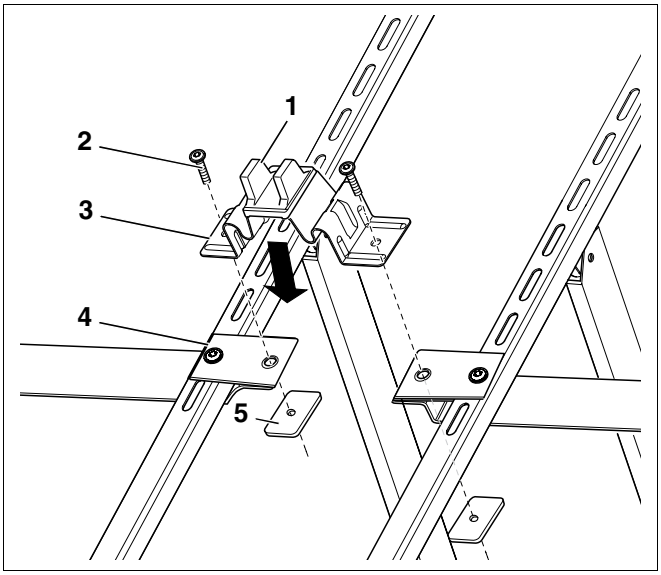
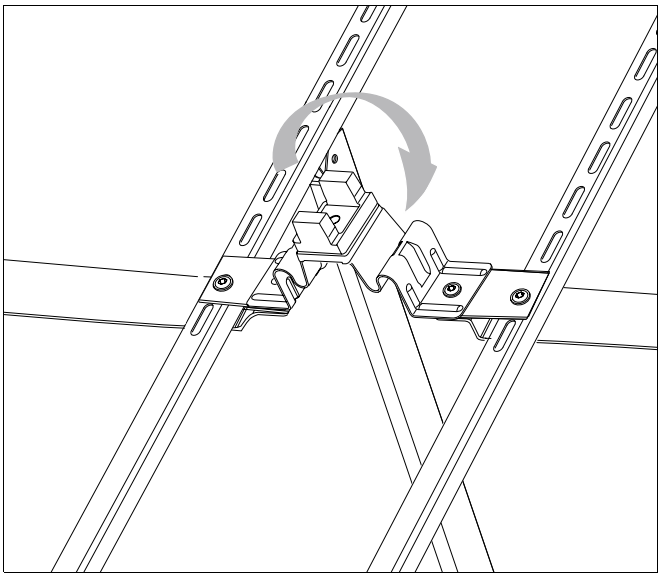
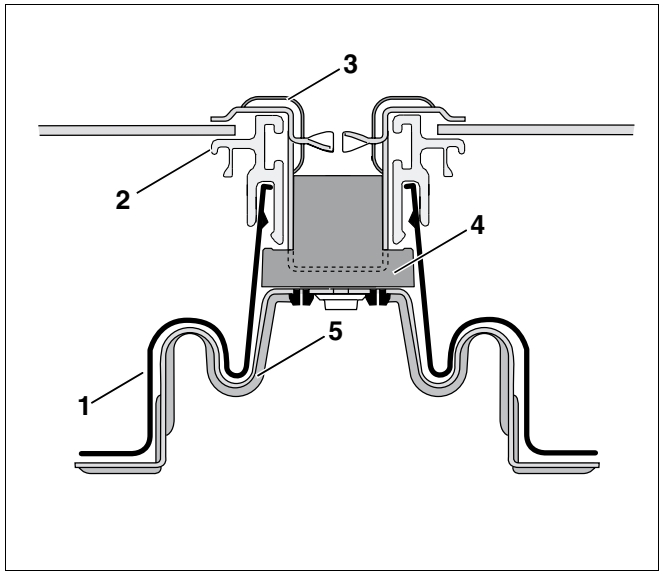

Afb. 35 Brug voor de collectorhouder monteren
Afb. 36 Afstandschraag draaien
Afb. 37 Schema van de bevestiging van de collectorklemmen met dubbele klemmen
- Plaats de collectorhouder-brug in het midden (afb. 35) op de uiteinden van de afstandsbanden.
- Schroef de brug voor de collectorhouders (afb. 35, **pos. 3**) en de afstandsbanden (afb. 35, **pos. 4**) met behulp van de draadplaten (afb. 35, **pos. 5**) en de schroeven met bolle kop M8 × 16 (afb. 35, **pos. 2**) vast.
- Draai de afstandsschraag (afb. 36) 90°op de brug voor de collectorhouders, tot de hoge hendels (afb. 35, **pos. 1**) van de afstandsschragen in een rechte hoek staan ten opzichte van de profielrails.
Zorg ervoor, dat de hoge hendels van de draaibare afstandsschragen (afb. 35, **pos. 1**) ter ondersteuning van de kader (afb. 37, **pos. 2**) in een rechte hoek staan ten opzichte van de profielrails van de collectorsteunen.